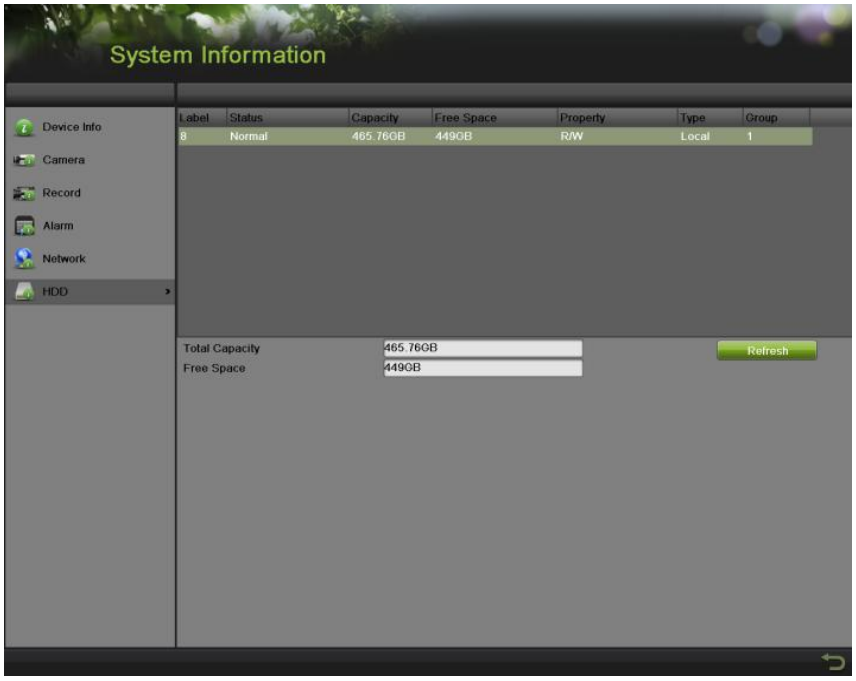

Figure 24 HDD Information Menu
6. Select the HDD tab to enter the HDD Information menu to view the HDD status, free apace, capacity, etc, as shown in Figure 24. You can click the refresh button to renew the information displayed.